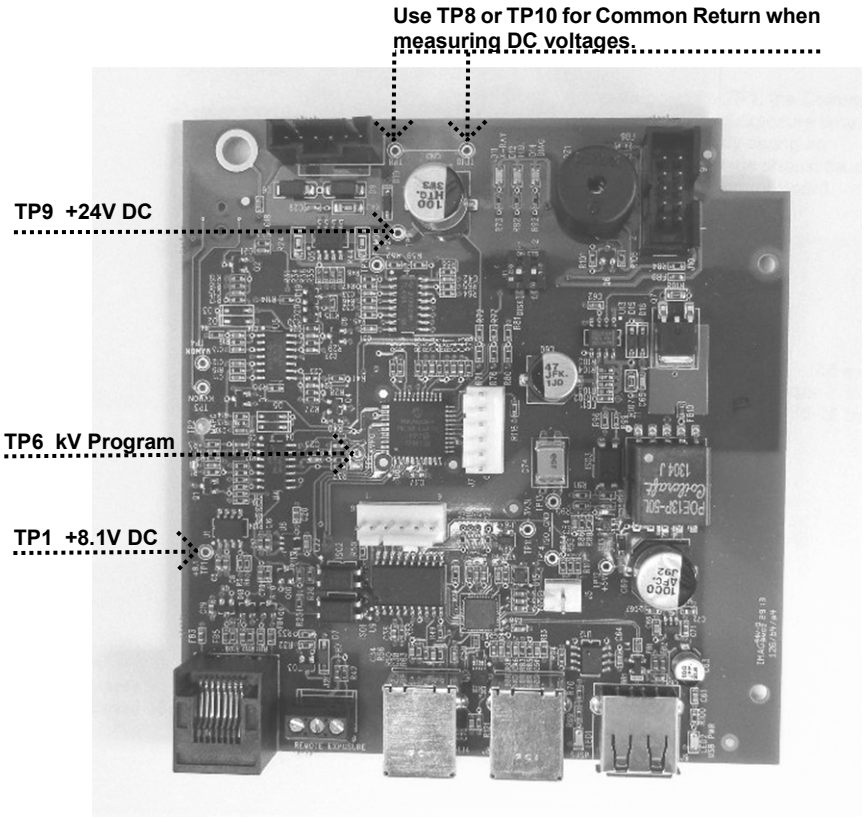

Figure 62
1. On the Power Supply Board 30-08041, check for the presence of 100 to 230 volts AC at J4, the Input Power Terminal Strip, as shown in *Figure 62*. If power is absent, check that the Preva is connected to line power.
2. On the Power Supply Board 30-08041, measure incoming power at J3, the Line Switch Connector, as shown in *Figure 62*. Positions 2 and 4 carry the line voltage before the Line Switch, and positions 1 and 3 carry the line voltage after the Line Switch. Voltage at the input side of the switch, but not at the output, requires replacement of the Line Switch E1-19000.
5. Check the condition of the cables between the Control Unit and the Tubehead assembly. If no X-ray occurs and no errors are displayed, the problem may lie within the conductors of the white connector (which is primary power to the Tubehead Assembly). If no X-ray occurs and the attempt is accompanied by a “snap” sound, the problem may lie with the conductors of the black connector (which is transmitting the feedback signals). Connections for this cable begin with controls at J1 of the Power Supply Board and J3 of the Logic Board. As shown in *Figure 62*, an internal set of connections will be accessed below the distal side of the horizontal arm and at the inside top of the Tubehead Yoke. The final set of connections is accessed by removing the Pivot Cap located at the attachment point of the Tubehead to the Yoke.